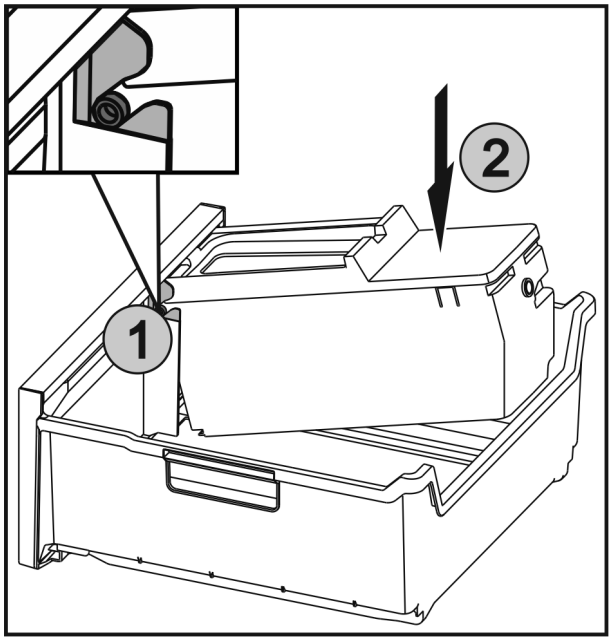

*Fig. 59*
▶ Insert the axles *Fig. 59 (1)* on the EasyTwist-Ice in the guides and push the rear side *Fig. 59 (2)* until the lug engages.